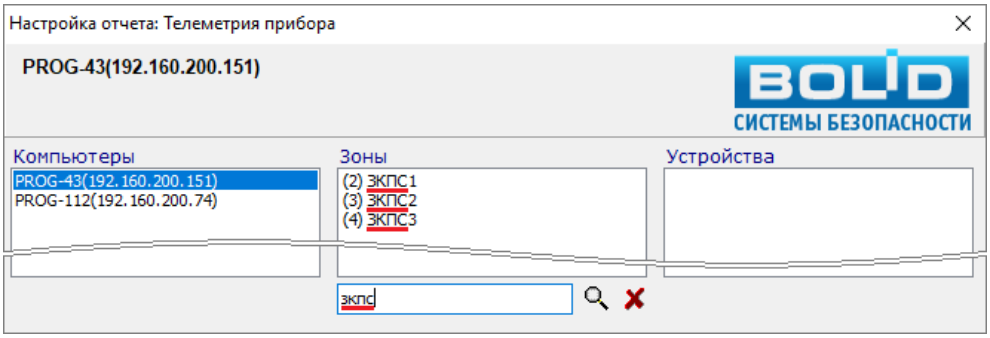

Рисунок 12-169 Результаты поиска заданного сочетания символов в поле "Зоны" отчета "Телеметрия прибора" на основании общих данных
– будут отображаться только элементы, соответствующие заданным условиям поиска, без выделения элементов в списке (см. Рисунок 12-169);